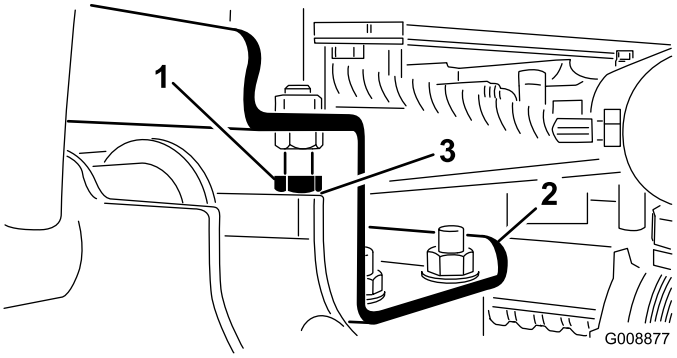

Figur 11
A. Drej stopboltene tilbage (Figur 11).
2. Kontroller, at afstanden mellem hver løftearm og stopbolt er 0,13-1,02 mm (Figur 11). Hvis afstanden ikke ligger inden for dette område, skal stopboltene justeres for at opnå afstanden.